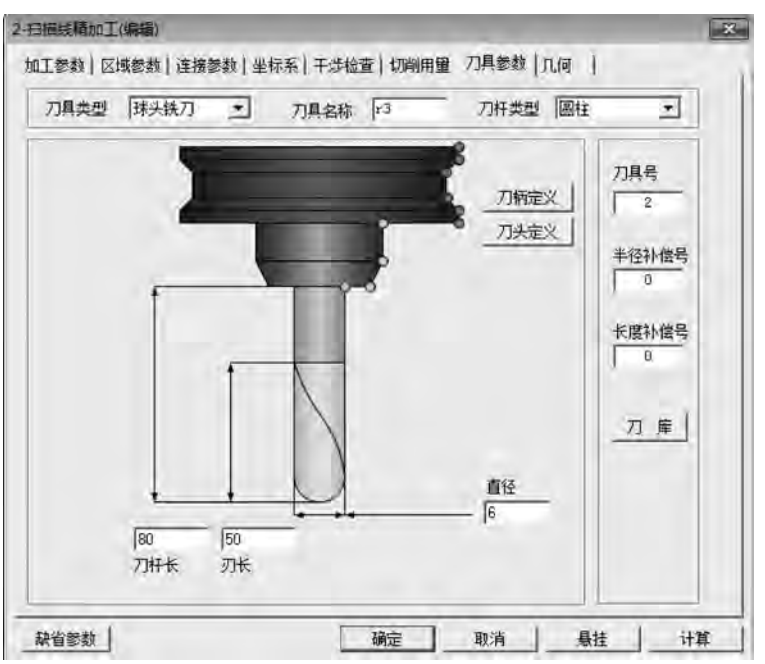

图 5-128 “刀具参数”选项卡
③ 设置扫描线精加工的“刀具参数”。单击“刀库”按钮，选择增加的刀具号为 2 的 R3 球头铣刀，如图 5-128 所示。